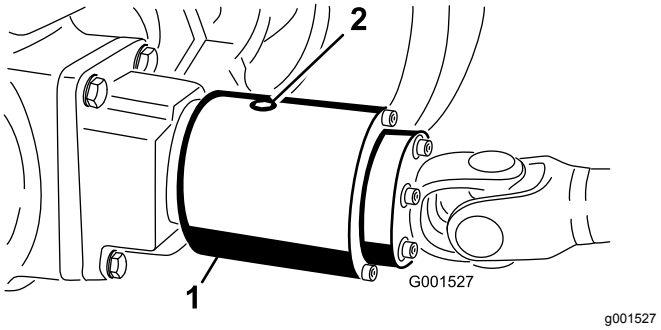

Figuur 60
2. Draai de koppeling (Figuur 60) zo dat de controleplug in de 4-uurstand staat.